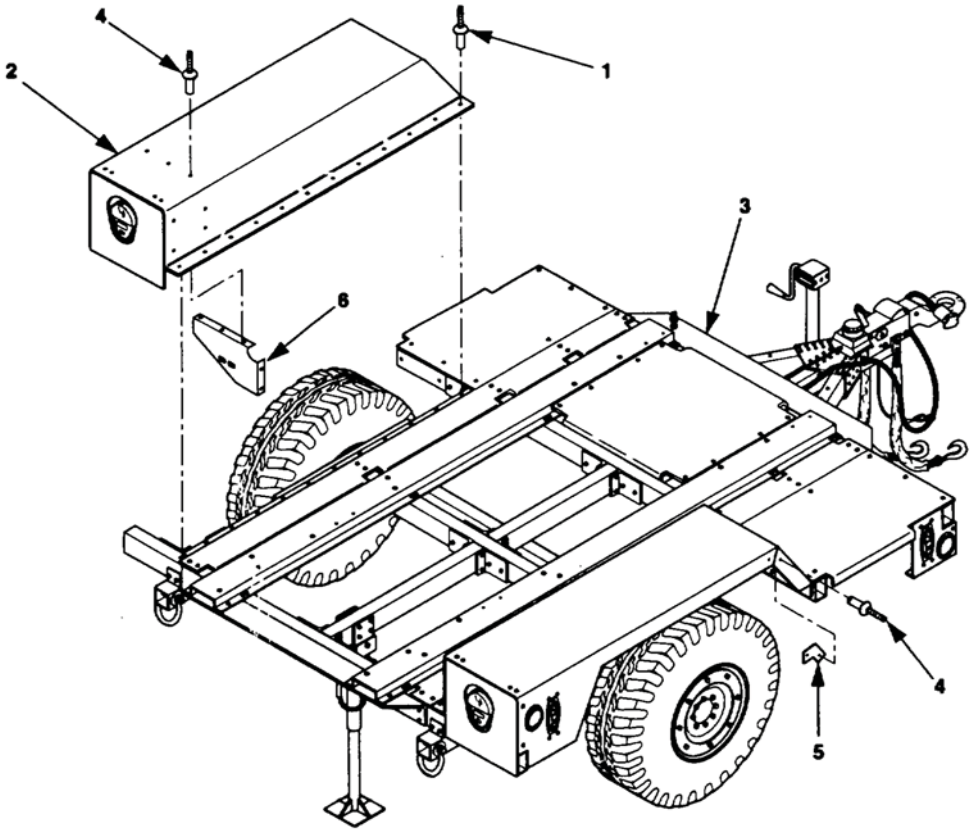

Figure 2. PU-798A and PU-799A Fender Replacement.
(1) Data plate (WP 0030).
(2) Fire extinguisher and bracket (WP 0028).
(3) Side marker light and reflector (TM 9-2330-392-14&P).
b. Remove rivets (Figure 2, Item 1) and fender (2) from trailer chassis (3), using ¼ in drill.
a. Repair of fenders consists of welding, straightening, and spot painting as required, and replacement of rivets (Figure 2, Item 4), fender angle support (5), and tail light bracket (6).
a. Place fender (Figure 2, Item 2) on trailer chassis (3) and secure with rivets (1).
(4) Switchbox (WP 0019 and WP 0020).